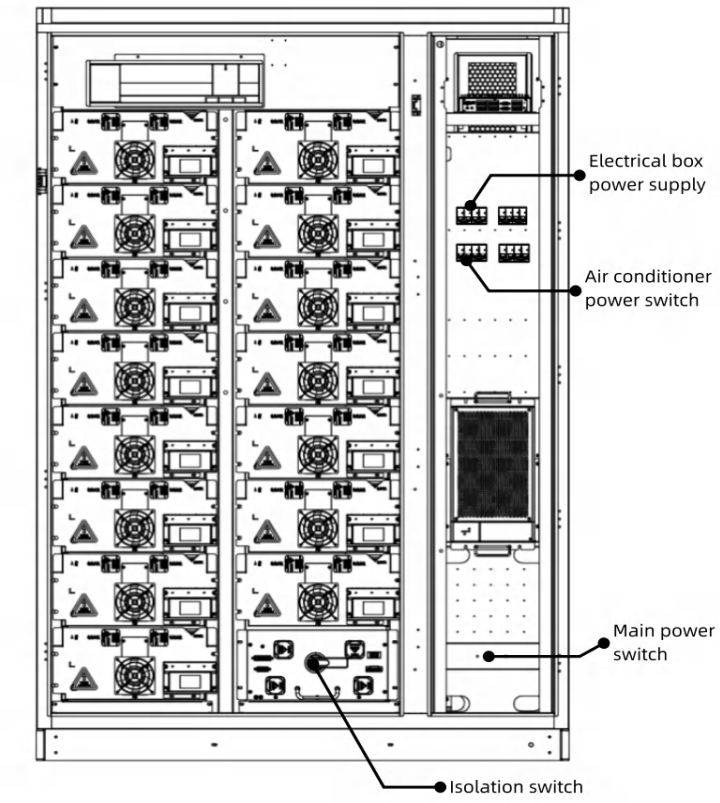

Figure 5-1 Distribution switch location diagram
(2) Ground check
(3) Cable check:
(4) Copper row check:
(5) Component check
- The main breakers are all in the open position. Refer to Figure 5-1.
4) Referring to Figure 5-1, close the main power switch, then close the air conditioner power switch
2) Referring to Figure 5-1, disconnect the breaker and power supply.